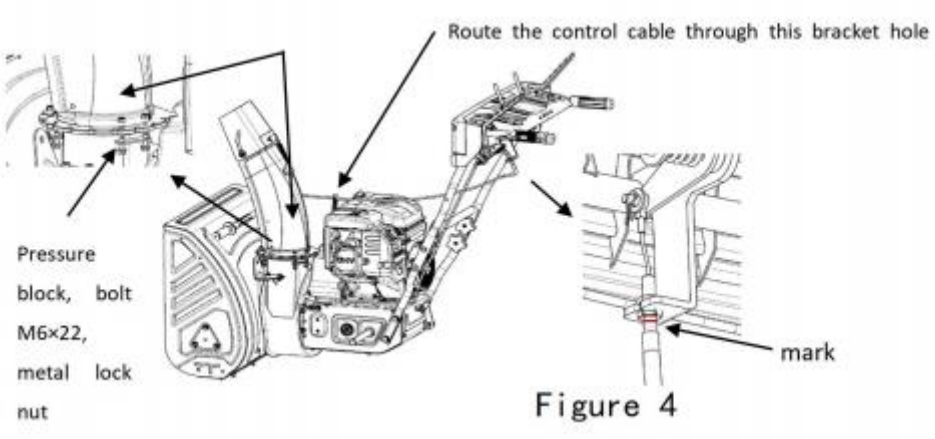

Figure 4
2. Secure the chute (Item 22) to the mounting seat on the machine body using the previously removed bolts, pressure blocks, and nuts. Confirm that the lower chute housing can rotate freely after installation. (See Figure 4)